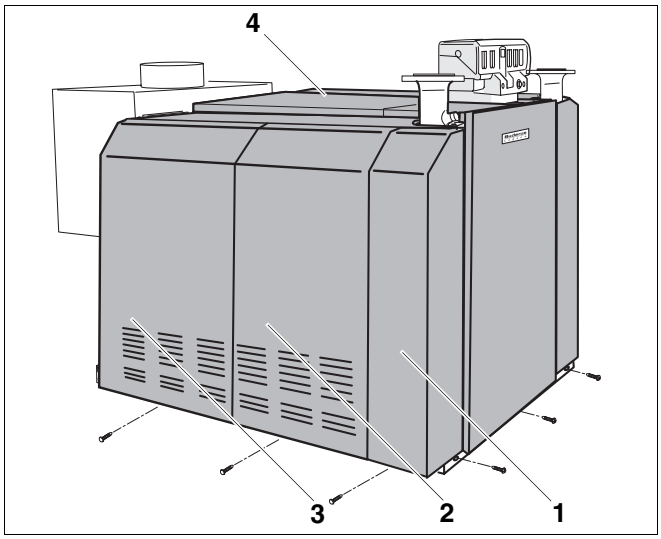

Afb. 89 Logano GE434
- Zijwanden en ketelafdekkappen demonteren (afb. 89).